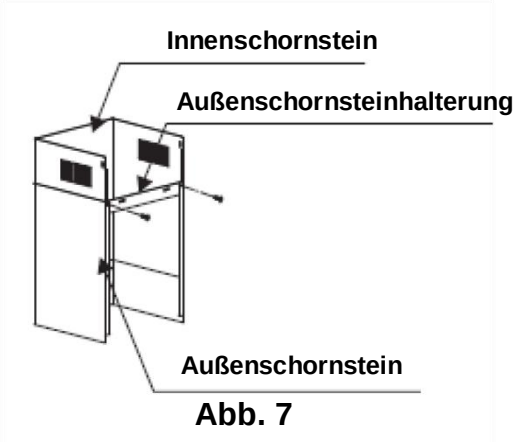

Abb. 7
6.Befestigen Sie die Halterung für den Außenschornstein mit 2 Schrauben St4*8mm am Außenschornstein und achten Sie darauf, dass der Innenschornstein frei darin eingestellt werden kann. Bringen Sie das Gehäuse mit 2 Schrauben St4*40mm an. Siehe Abb. 7 und 8.